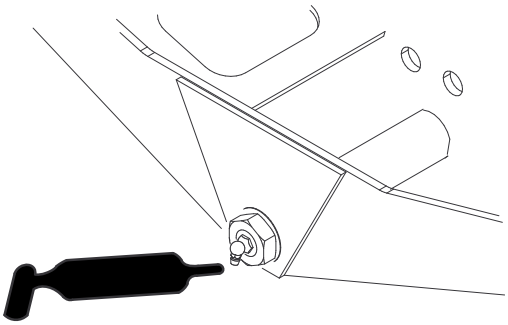

Figur 77
- Axelns styrtapp (1) (Figur 77)